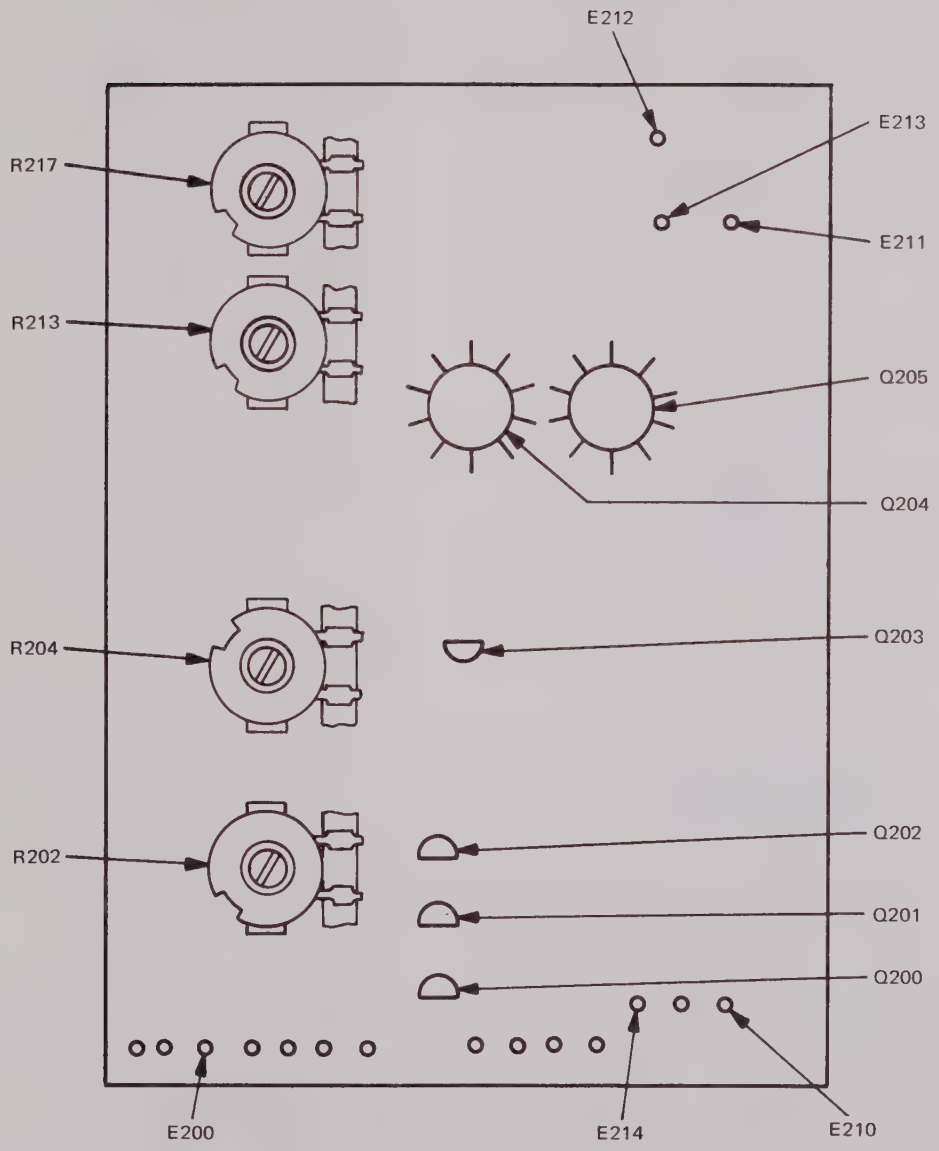

Figure 14-1. Horizontal Amplifier Board Assembly A4
14.4.1 HORIZONTAL AMPLIFIER BOARD ASSEMBLY A4, (FIGURE 14-1).